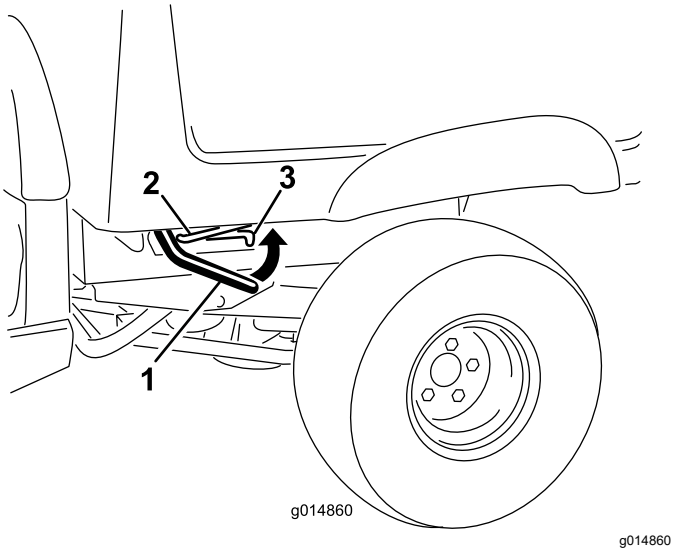

**Figuur 14**
1. Zet de hendels aan beide zijden van de laadbak omhoog en breng de laadbak omhoog (Figuur 14).
1. Til de laadbak licht omhoog door de grendelhandgreep omhoog te brengen (Figuur 14).